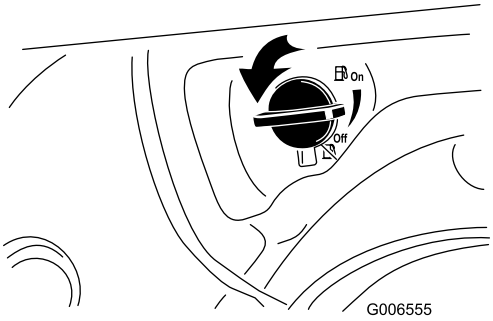

Figur 19
2. Öppna bränslekranen genom att vrida den 1/4 varv motsols (Figur 19).